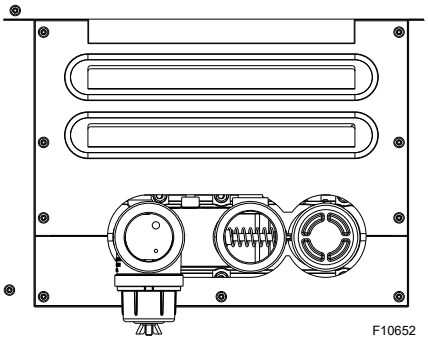

Figure 27. Access Panels
1. Remove right and left-side access panels. See **Figure 27.**